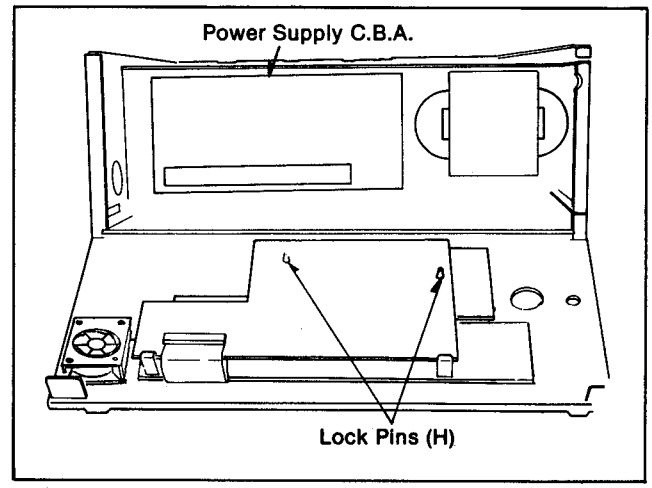
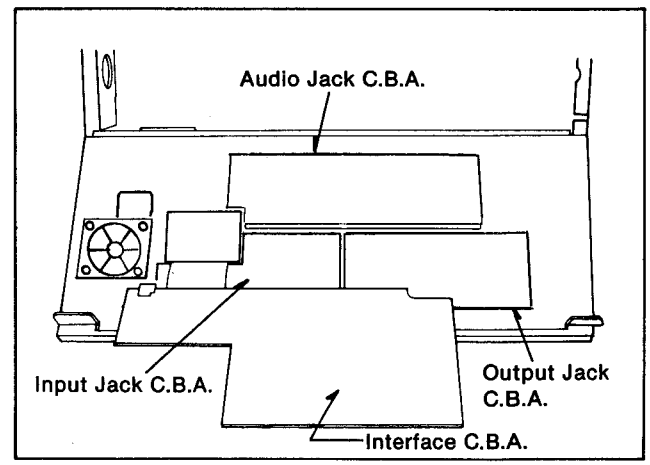

Figure D10
Figure D11
1. Unlock the 2 lock pins (H) (Figure D10) and open up the Interface C.B.A. as shown in Figure D11.